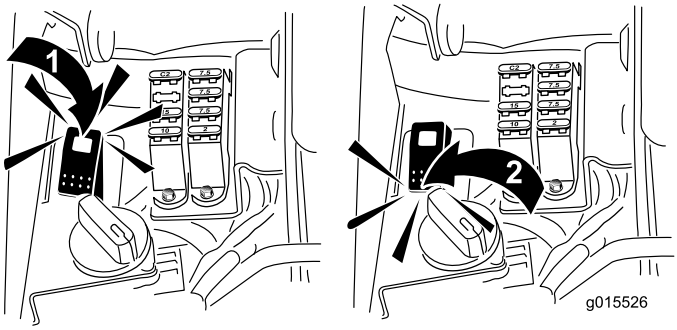

Figur 59
5. Vrid slipningsbrytaren till bakåtläget (R) (Figur 59).